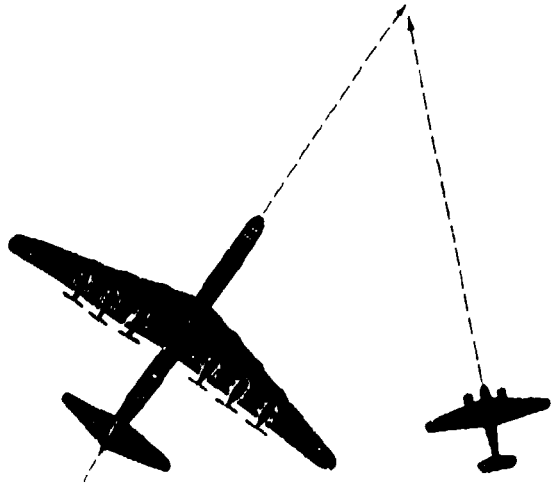

Figure 13-3. Which plane has the right of way?
2. A priority of aircraft types converging is established on the order of (1) balloons, (2) gliders, (3) airships, (4) airplanes and rotocraft. Aircraft of a similar category converging at the same altitude are governed by the rule that the one on the right has the right-of-way. (See Figure 13-3.) Powered aircraft always yield to towed or towing aircraft.
Control area—an airspace of defined dimensions, designated by the administrator, extending upward from an altitude of 700 feet above the surface, within which air traffic control is exercised (Figure 13-3).